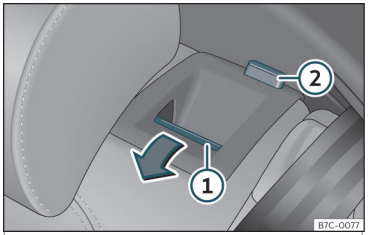

Fig. 101 Asiento trasero: abatir el respaldo.
- Tire de la tecla de desbloqueo ››› **fig. 101** ① hacia delante y, al mismo tiempo, abata el respaldo. El respaldo trasero está desbloqueado cuando se ve una marca roja en la tecla ②.